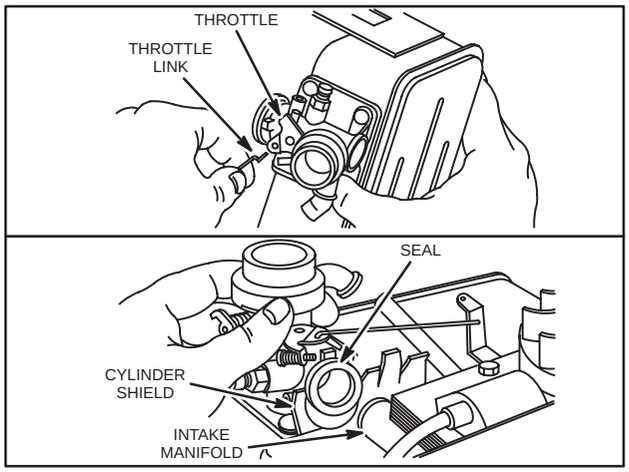

Fig. 223 – REMOVING CARBURETOR MODEL SERIES 100900, 130900, 131900, VERTICAL CRANKSHAFT
3. Slip carburetor over notch in cylinder shield and away from intake manifold, Fig. 223. Rotate carburetor and tank assembly to disconnect governor link from throttle lever.